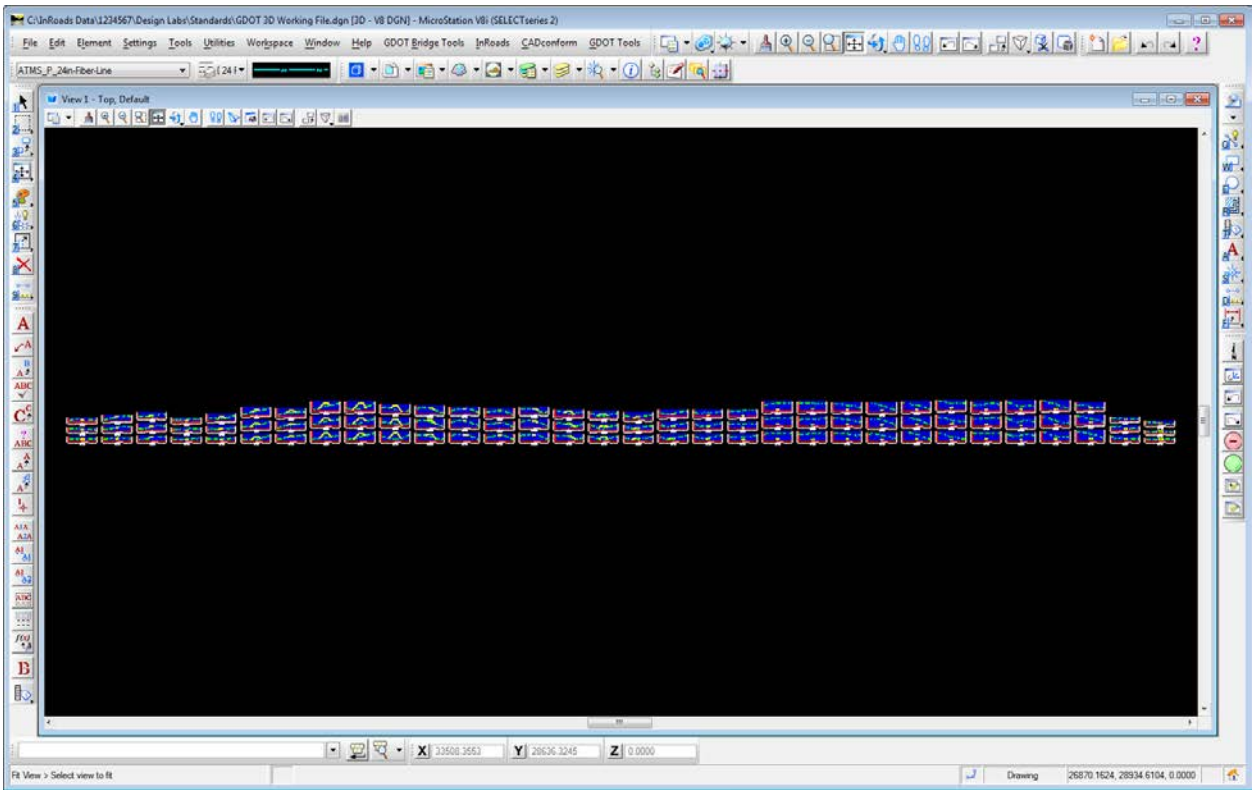

Figure L14-12 MicroStation View
23.	**Create the Cross Sections.** • In the **Cross Sections** dialog, click **Apply**. • Notice, in the bottom left corner of the MicroStation window you are prompted to **> Identify Location**. • Left click anywhere in the MicroStation window. The cross sections are drawn and the **Cross Sections** dialog reappears. • Do **Not** close the **Cross Sections** dialog. • In MicroStation, click the **Fit View** button ( ). • Your view in MicroStation should now match that shown in *Figure L14-12*.